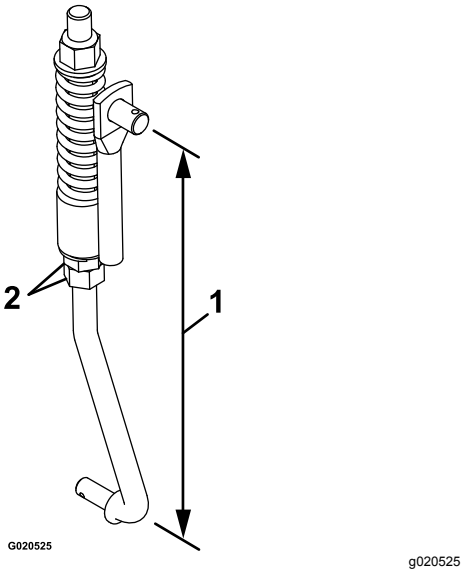

Figur 56
8. Justera längden på länkaget med de två muttrarna som sitter längst ned på den lodräta fjäderenheten (Figur 56).